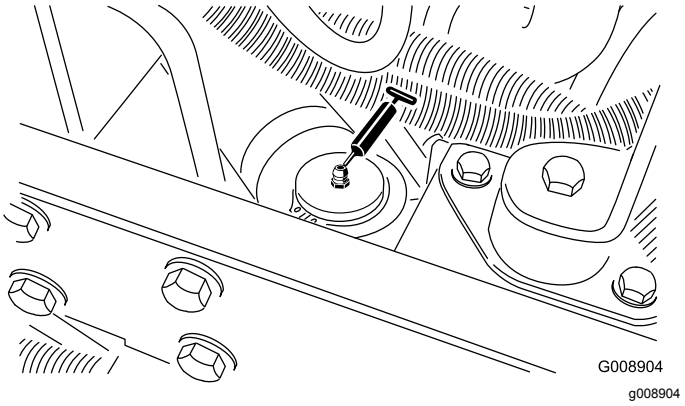

Figur 59
- Akselstyresylinder (Figur 59).